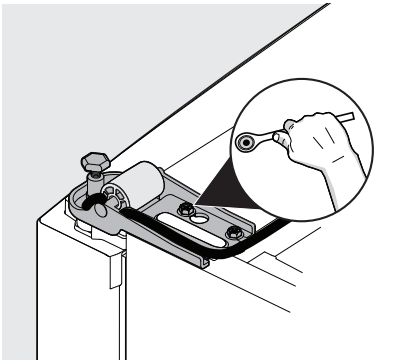

Figure 4
7. Retirez la charnière du bas à l'aide d'une clé de 5/16 po (8 mm) (voir figure 4).